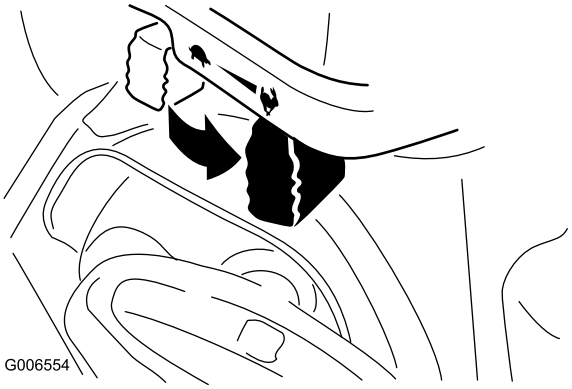

Rysunek 29
6. Ustaw przepustnicę w pozycji Szybko (Rysunek 29).